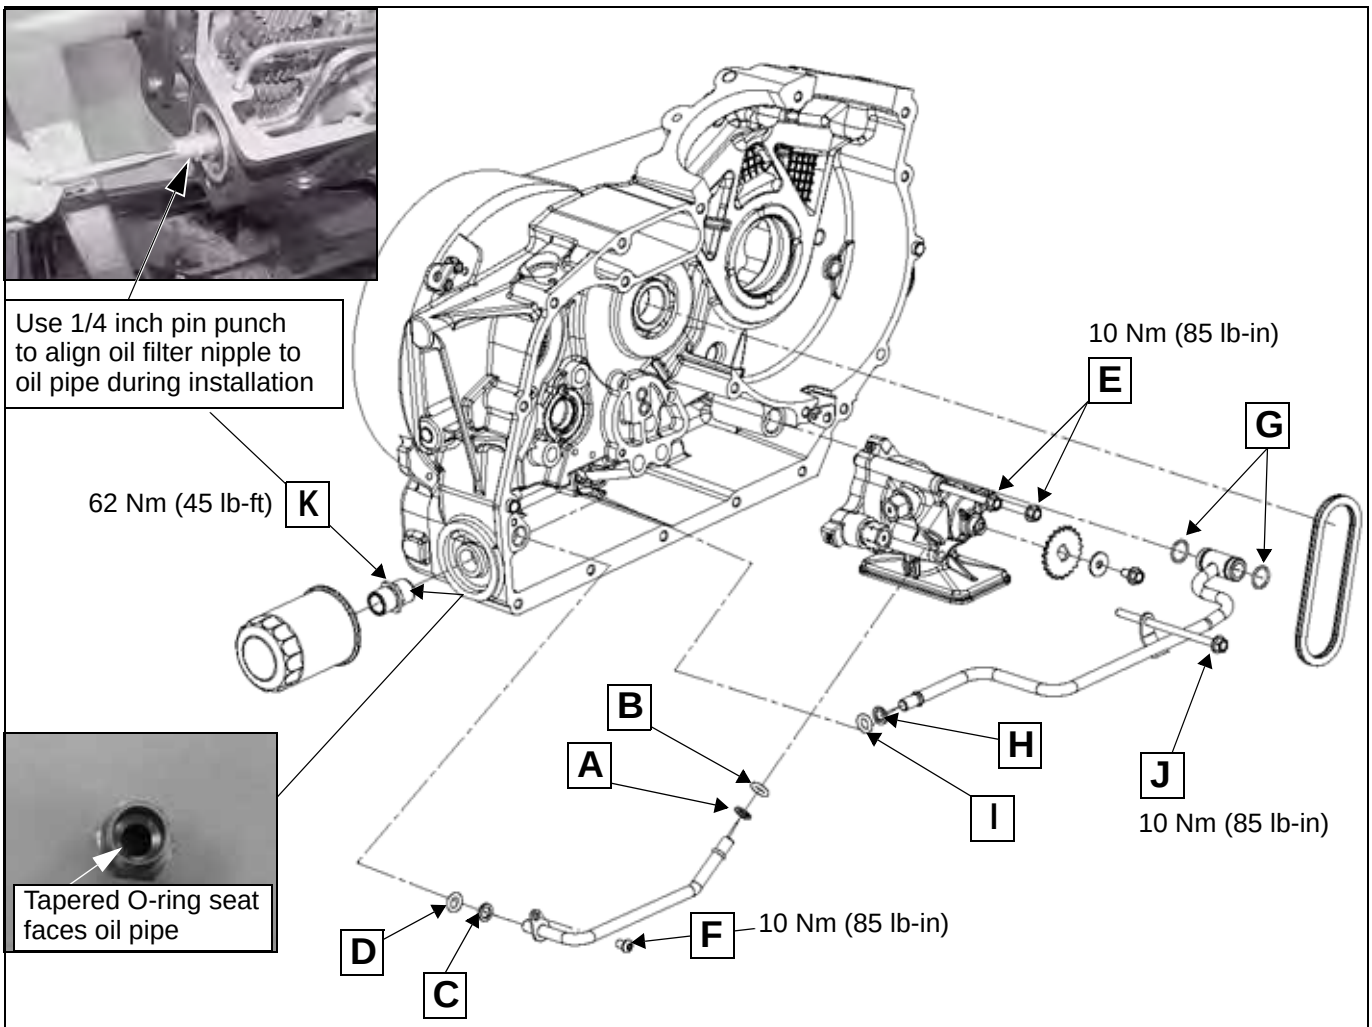

Fig. 2
1. Refer to Fig. 2. Clean oil pipes and dry with compressed air.